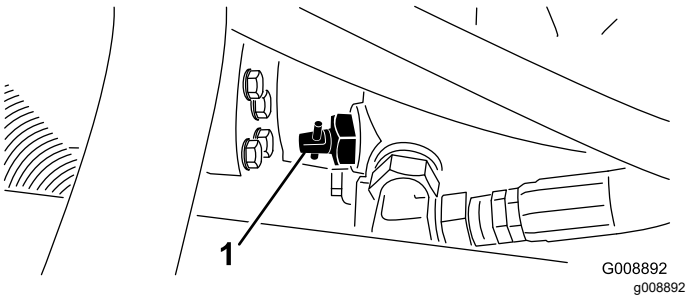

**Figur 41**
1. Lokalisera överströmningsventilen på pumpen (Figur 41) och vrid den 90°.